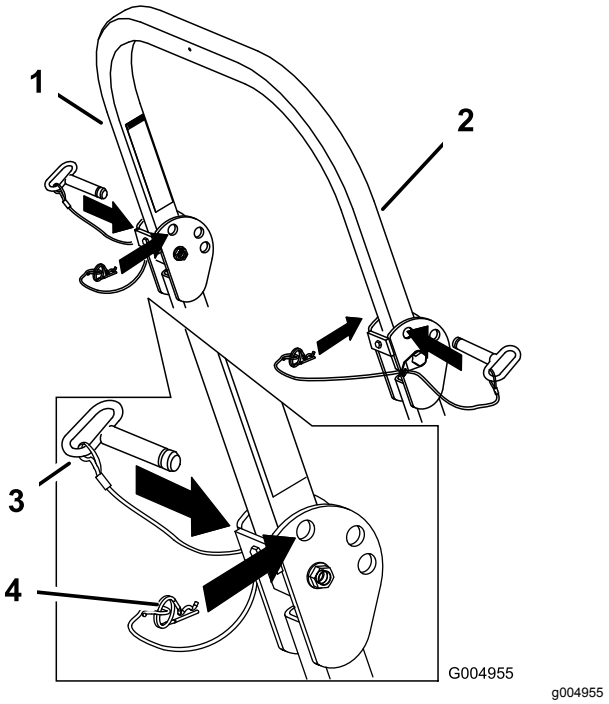

Figur 11
1. Fjern hårnålssplintene, og fjern de to pinnene (Figur 11).
3. Monter de to pinnene og fest dem med hårnålssplintene (Figur 11).
2. Hev veltebøylen til oppreist stilling, monter de to pinnene og fest dem med hårnålssplintene (Figur 11).